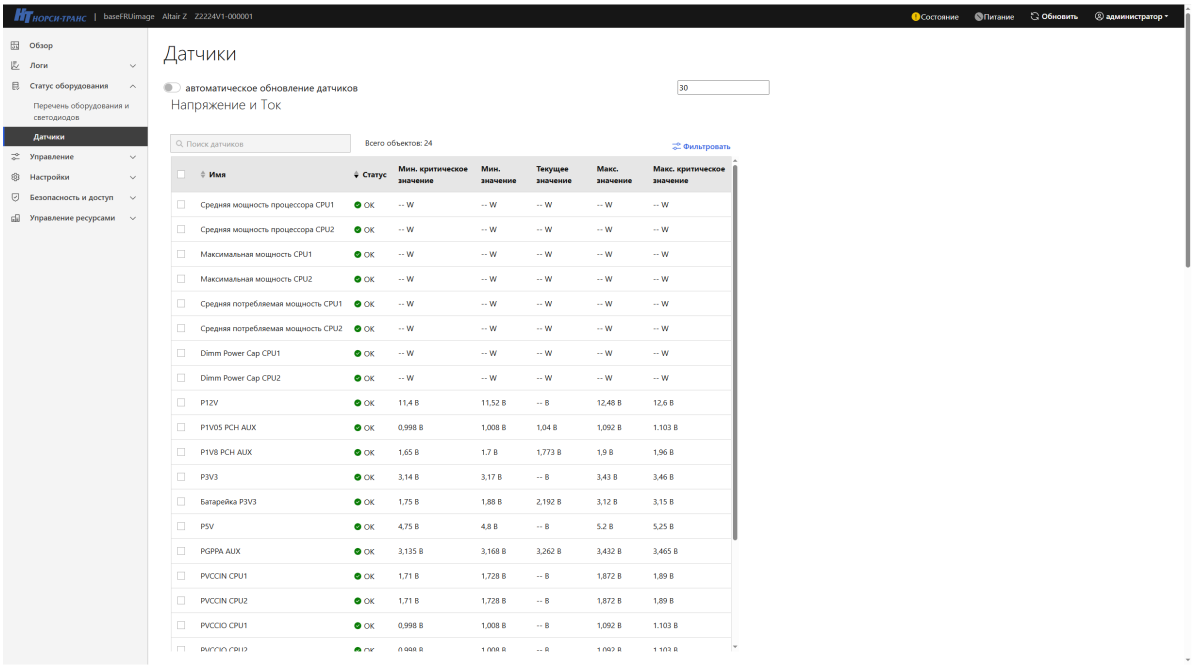

Рис. 79. Окно «Датчики»
5) Пройдите во вкладку «Статус оборудования» → «Датчики» в данной вкладке отображены всех датчиков установленных в сервер. В поле «Поиск датчиков» производится поиск датчиков. Окно показано на рис. 79 Окно «Датчики»